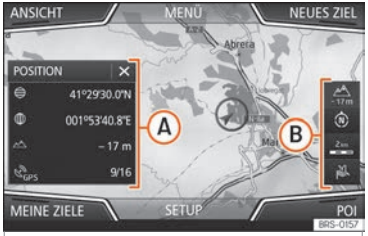

Abb. 200 Hauptmenü Navigation.
ANSICHT: Kartendarstellung ändern oder das Zusatzfenster aktivieren bzw. deaktivieren und POI ››› Abb. 200 (A) anzuzeigen ››› Seite 236.